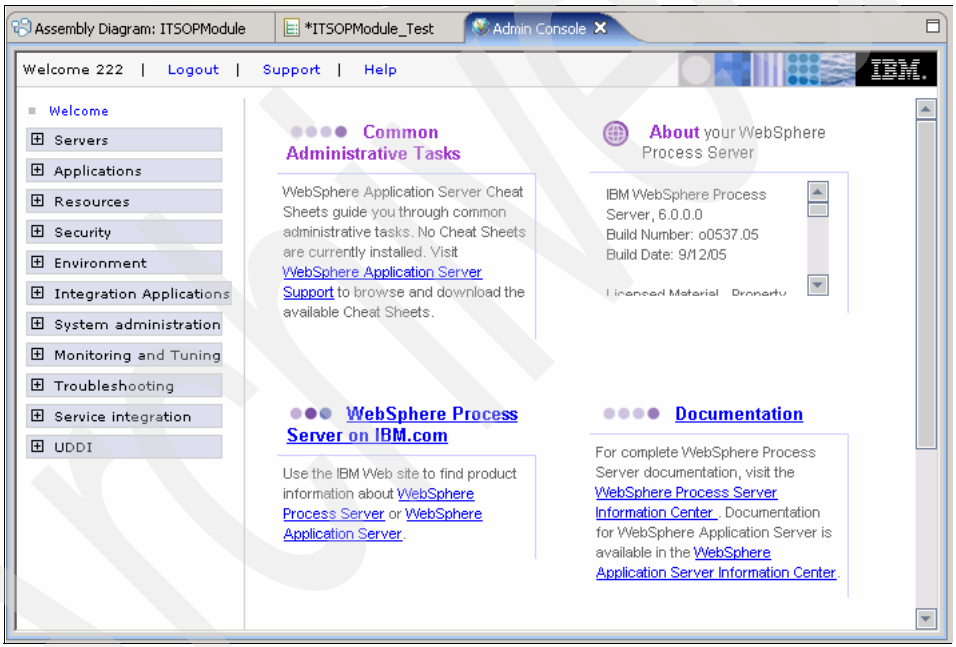

Figure B-4 The Administrative Console
3. In the Web browser window that opens, showing the administrative console, log in with your user name and password. Then you see the page shown in Figure B-4.